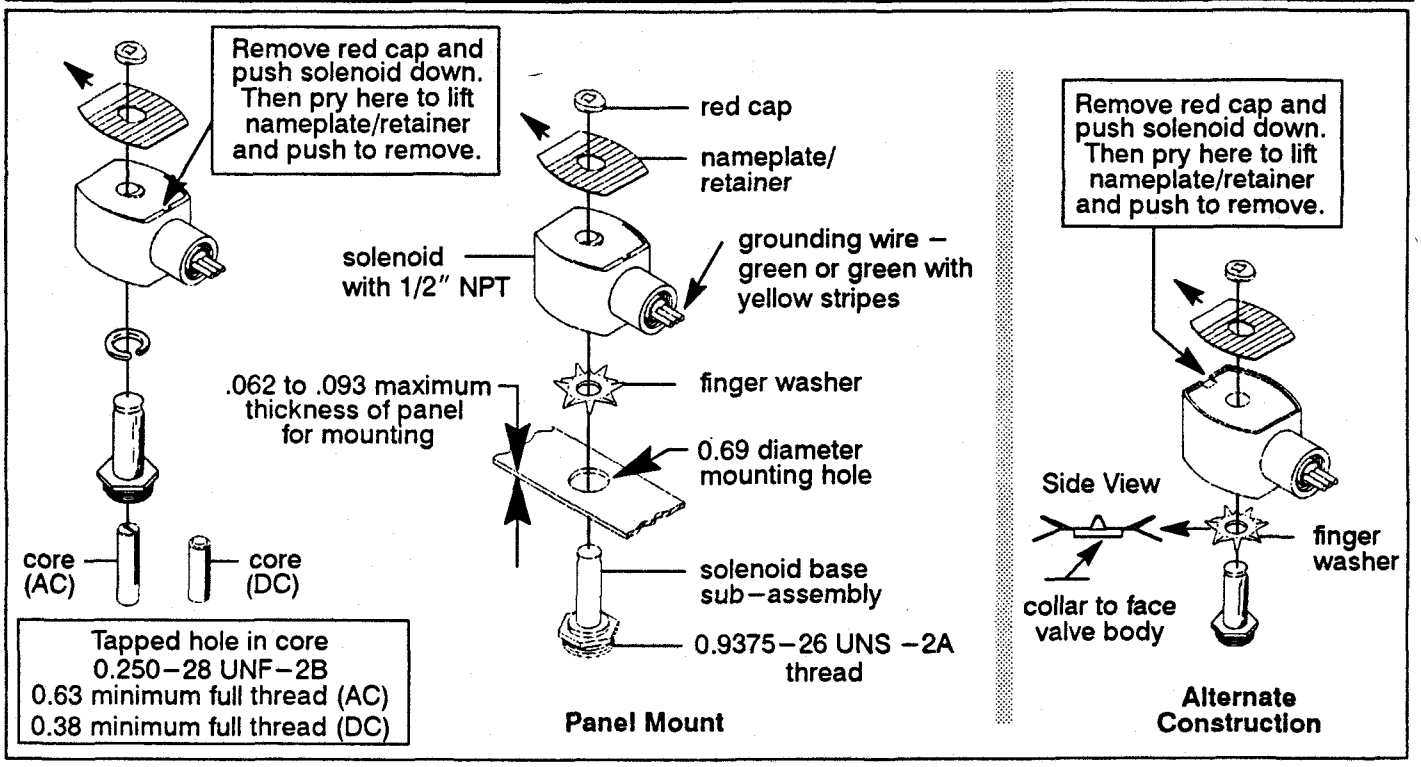

Figure 1. Series 8003G solenoids
- **Panel Mounted Construction:** These solenoids are specifically designed to be panel mounted by the customer through a panel having a .062 to .093 maximum wall thickness. Refer to Figure 1 and section on *Installation of Panel Mounted Solenoid.*
Installation of Panel Mounted Solenoid (See Figure 1)